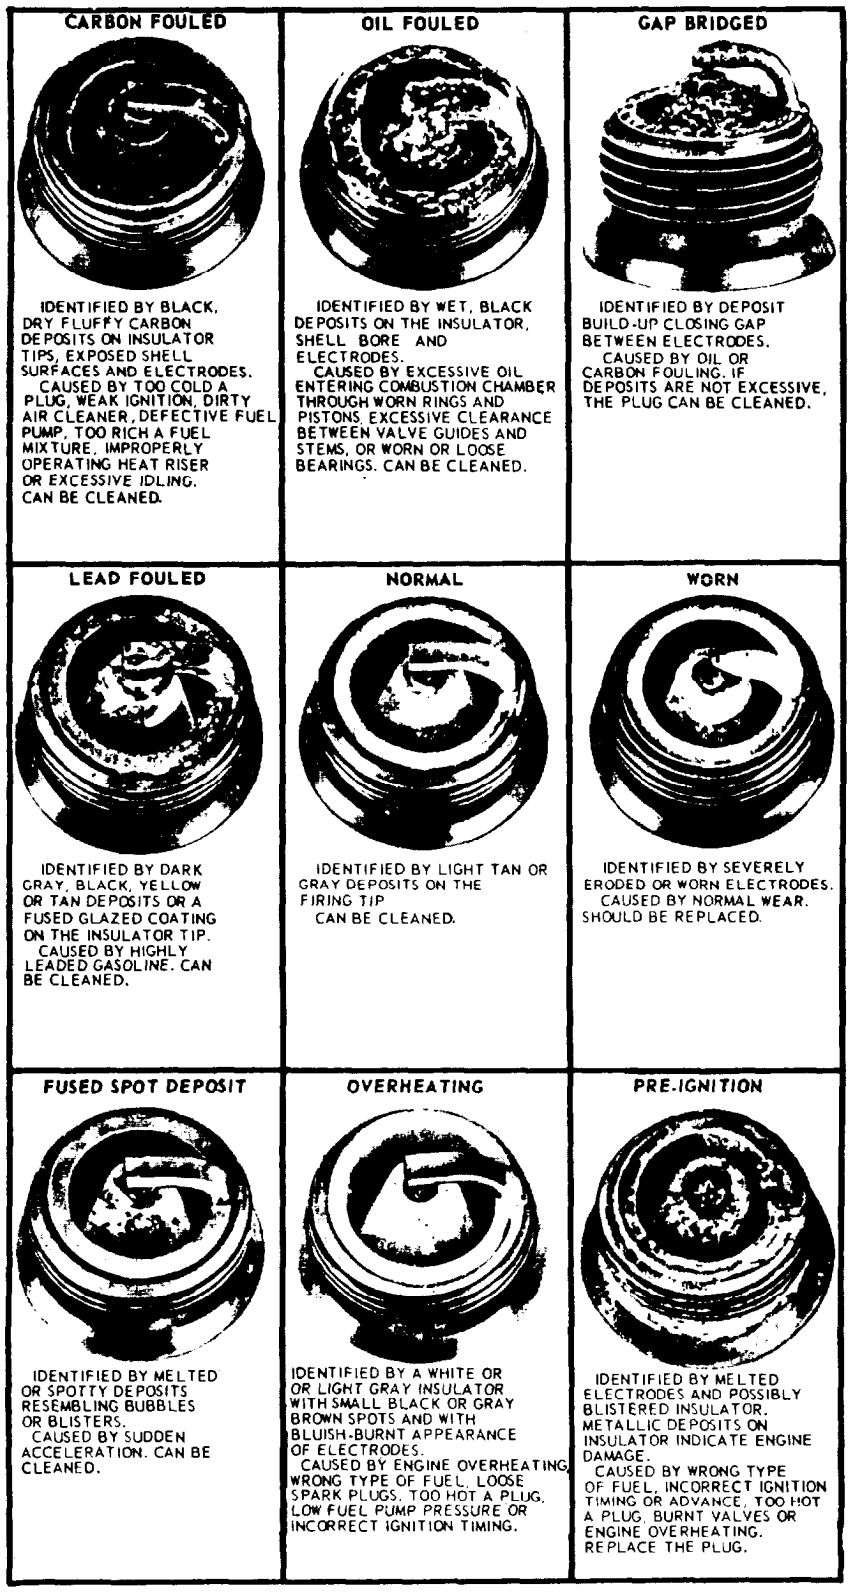

Figure 4-44. Spark Plug Inspection Chart
b. Examine firing end of plug carefully and compare findings with figure 4-44. Careful analysis of spark plug deposits can reveal a great deal about engine operating conditions.